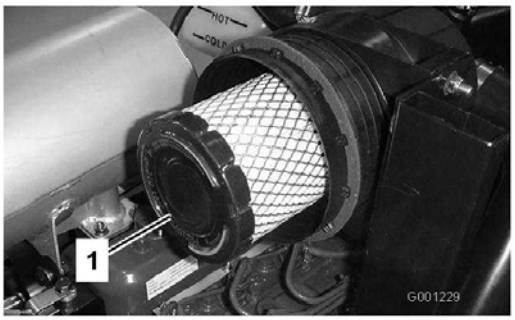

Figur 47
4. Afmonter og udskift primærfilteret (Figur 47).